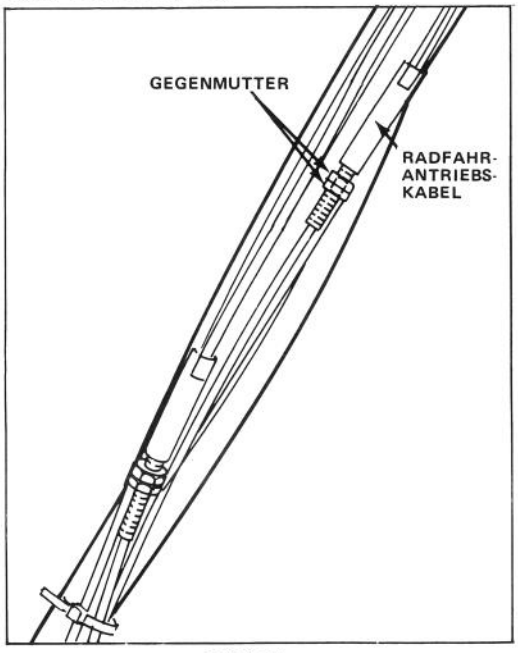

Bild 18
2. Untere Gegenmutter am Radfahrantriebskabel lösen (Bild 18).